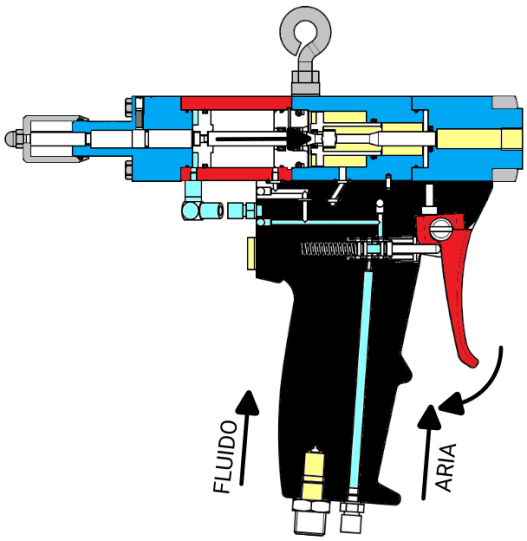

Figure 04 – Dosing Phase
- The fluidic chamber is emptied and dosing is performed (Figure 04)